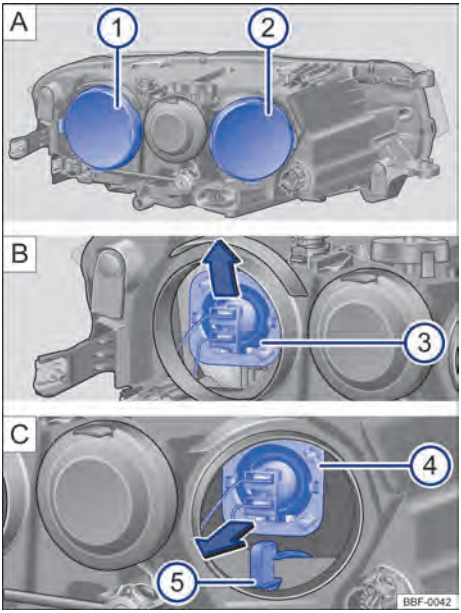

Fig. 139 No compartimento do motor: ① farol baixo e ② farol alto e luz de posição.
① Observar a lista de controle e executar as ações → Página 185.
② Abrir a tampa do compartimento do motor ⚠ → Página 203.
③ Remover a respectiva cobertura de borracha → Fig. 139 A ① e ② na parte traseira do farol.
④ **Farol baixo:** pressionar a lâmpada incandescente pelo soquete para baixo até desencaixá-la → Fig. 139 ③. Retirar a lâmpada incandescente puxando-a para trás.
Farol alto: pressionar a lâmpada incandescente pelo soquete para cima até desencaixá-la → Fig. 139 ④. Retirar a lâmpada incandescente puxando-a para trás.
Indicadores de direção: retirar o suporte da lâmpada com a lâmpada incandescente, puxando-o para trás → Fig. 139 ⑤.
⑤ Substituir a lâmpada incandescente queimada por uma lâmpada incandescente nova do mesmo modelo.
⑥ **Farol baixo:** encaixar a lâmpada incandescente com o conector na abertura do farol e pressionar para dentro até que se trave firmemente → Fig. 139 ③. O ressalto da lâmpada incandescente deve estar voltado para cima e ser montado no encaixe do refletor do farol.
Farol alto: encaixar a lâmpada incandescente com o conector na abertura do farol e pressionar para dentro até que se trave firmemente → Fig. 139 ④. O ressalto da lâmpada incandescente deve estar voltado para baixo e ser montado no encaixe do refletor do farol.
Indicadores de direção: inserir o suporte da lâmpada com a lâmpada incandescente no farol até o batente → Fig. 139 ⑤
⑦ Instalar a respectiva cobertura de borracha
⑧ Fechar a tampa do compartimento do motor → Página 203.
⑨ Após a montagem da lâmpada nova, regular o facho do farol.